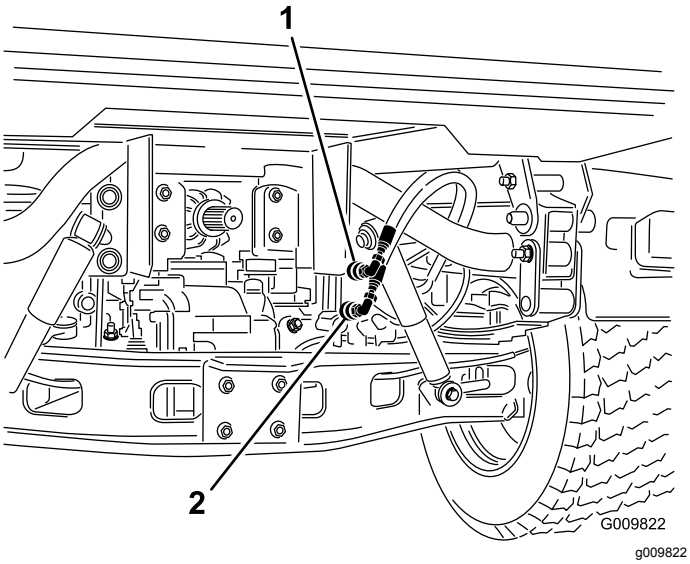

Figur 73
2. Koble de to hurtigkoblingsslangene på begge maskinene fra slangene som er festet til koblingsbraketten (Figur 73).